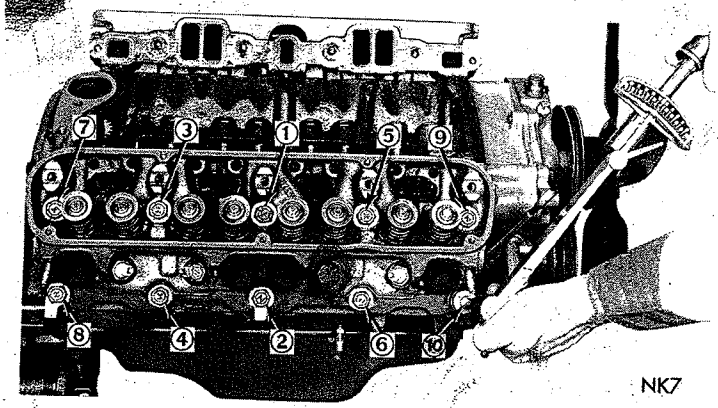

*Fig. 12—Cylinder Head Tightening Sequence (Typical)*
(1) Clean all gasket surfaces of cylinder block and cylinder heads.
(2) Inspect all surfaces with a straightedge if there is any reason to suspect leakage.
(3) Coat new gaskets with number 1057794 Sealer and install on cylinder block.
(4) Remove cylinder heads from holding fixtures Tool C-3626 and place heads on engine.
(5) Install cylinder head bolts. Starting at top center, tighten all cylinder head bolts to 50 foot-pounds in sequence, as shown in Figure 12. Repeat procedure, retighten all cylinder head bolts to 85 foot-pounds.
(6) On 273 Cubic Inch install push rods, rocker arm and shaft assemblies with the "NOTCH" on the end of rocker shaft pointing to centerline of engine and toward front of engine on the left bank and to the rear on right bank, making sure to install the long stamped steel retainers in the number two and four positions, tighten to 30 foot-pounds.
(7) Inspect push rods and replace worn or bent rods.
(8) On 318 Cubic Inch install push rods with ball end in tappets, using Tool C-3695 to position socket